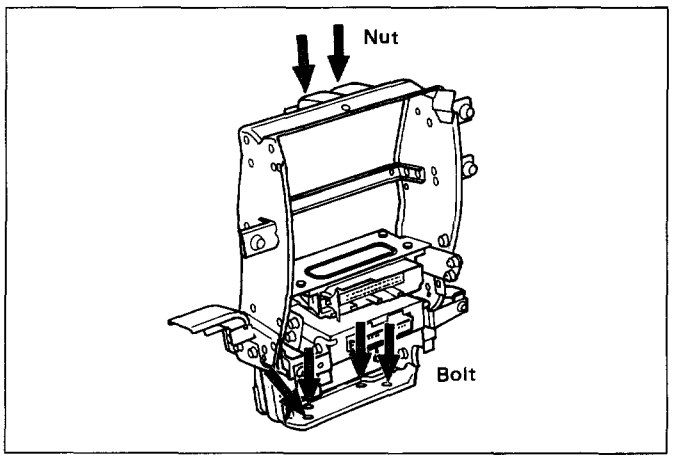

Fig. 10-19
- Remove 2 fixing nuts (upper) and 4 fixing bolts (lower). (Fig.10-19)